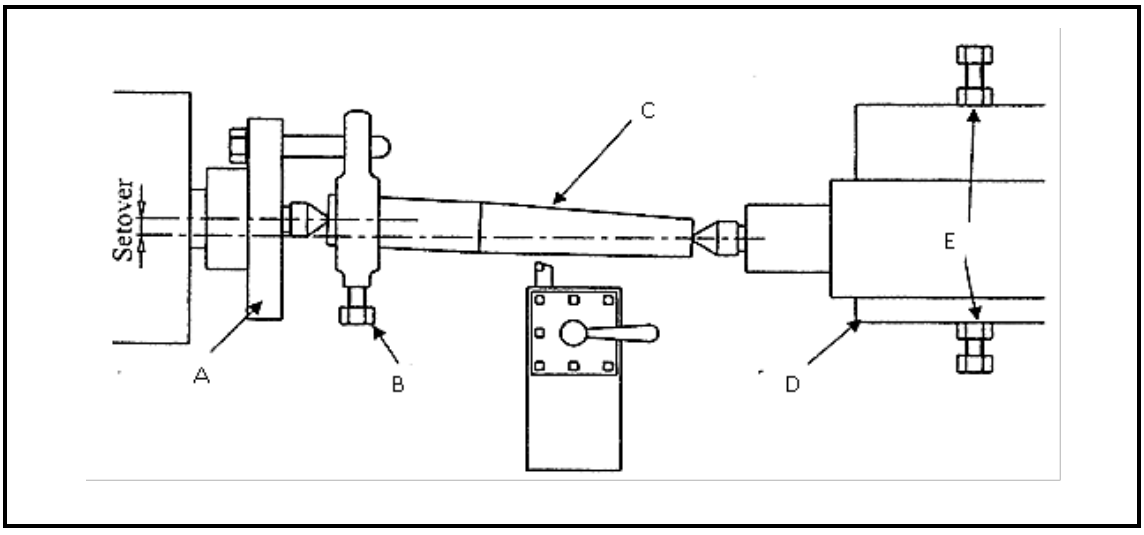

FIGURE 2
5.2 FIGURE 2 shows a taper turning method.